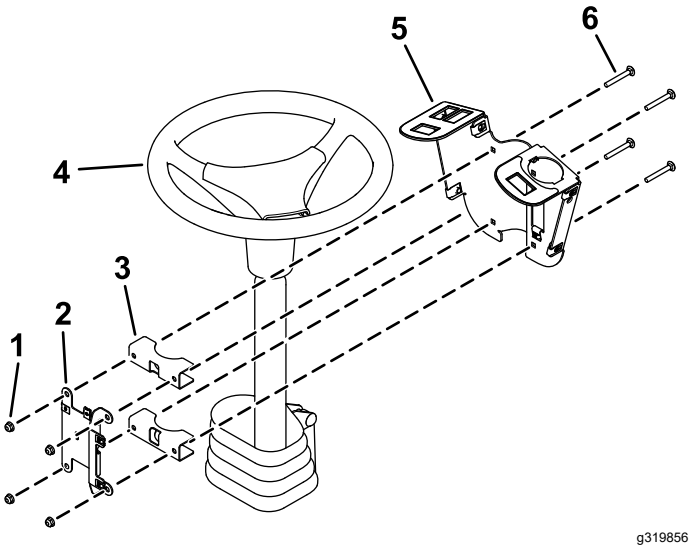

Figur 3
1. Monter kontaktbeslaget løst rundt om ratstammen med 4 bræddebolte (¼" x 2"), 2 monteringsbeslag, sikringsmonteringspladen og 4 låsemøtrikker (¼") som vist i Figur 3.